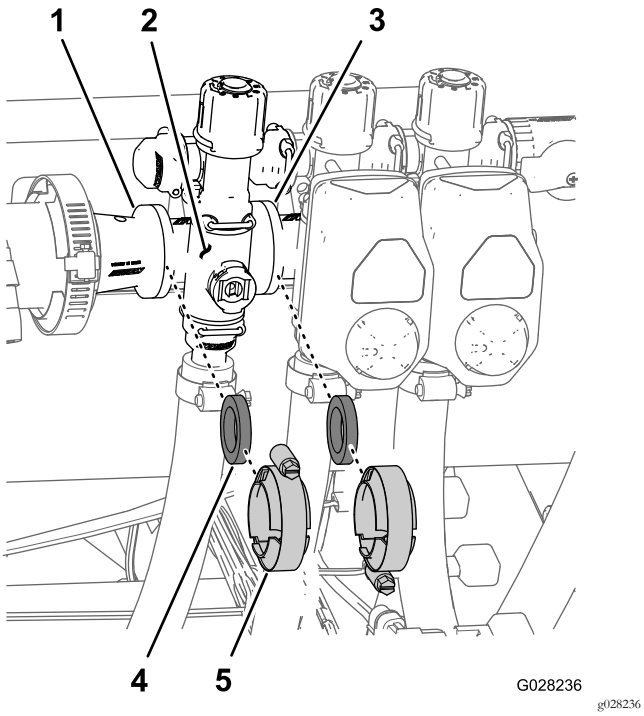

Figuur 136
1. Verwijder de klemmen en pakkingen waarmee de verdeler voor de spuitboomklep (Figuur 136) bevestigd is aan de aangrenzende spuitboomklep (indien links, spuitboomklep en verloopkoppeling).